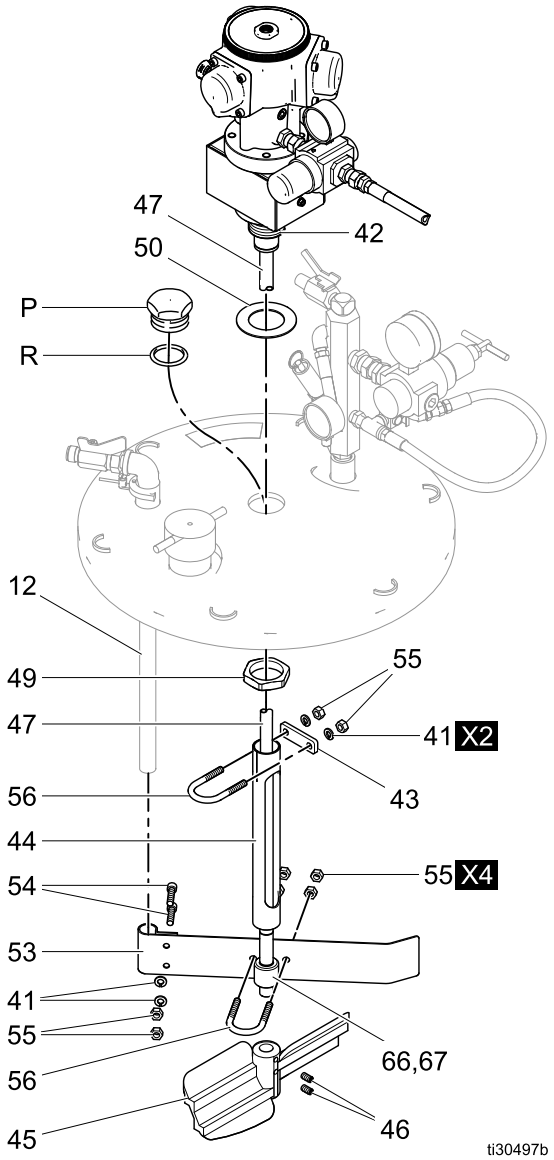

FIG. 1
- For 5 gallon tanks: *If a 5 gallon pain is to be placed inside* the pressure tank, align the top of the paddle hub(45) with the upper mark (J) on the agitator shaft (47).
13. Note the orientation of the baffle (53) in the FIG. 1. On the 5 gallon tank, clamp the lower U-bolt directly to the shaft support (44) (see figure above). Slide the baffle (53) over the fluid tube (12) and position the baffle about 1/2 in. (13 mm) above the highest point on the agitator paddle (45). Clamp in place with the lower U-bolt (56), and double nuts (55). Tighten double nuts after verifying no binding exists in the agitator shaft. On the 10 and 15 gallon tanks, slide the baffle (53) over the fluid tube (12) and position the baffle about 1/2 in. (13 mm) above the highest point on the agitator paddle (45). Clamp in place with the lower U-bolt (56), and double nuts (55) on the lower bearing assembly (66) and (67). Tighten double nuts after verifying no binding exists in the agitator shaft. Incorrect orientation of the baffle (53) to the shaft can cause binding of the agitator assembly resulting in higher operating pressures needed to run the agitator. The agitator should run at less than 10 psig (0.7 bar) when dry.
14. Remove the plug or existing elbow from the air inlet manifold (5). Install the new elbow (69) into the pressure tank air inlet manifold.
15. Connect the swivel end of the air hose (70) to the elbow (69).